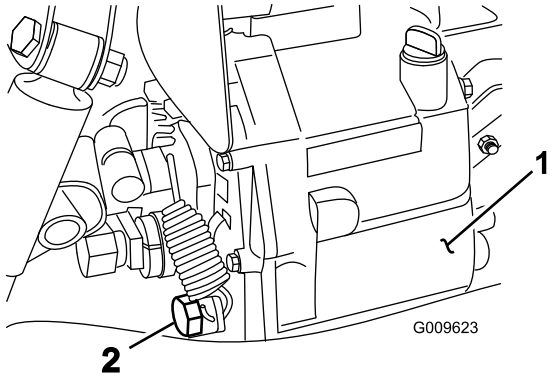

Figur 72
2. Fjern tappepluggen fra siden på tanken og la hydraulikkoljen flyte ned i tappefatet (Figur 72).